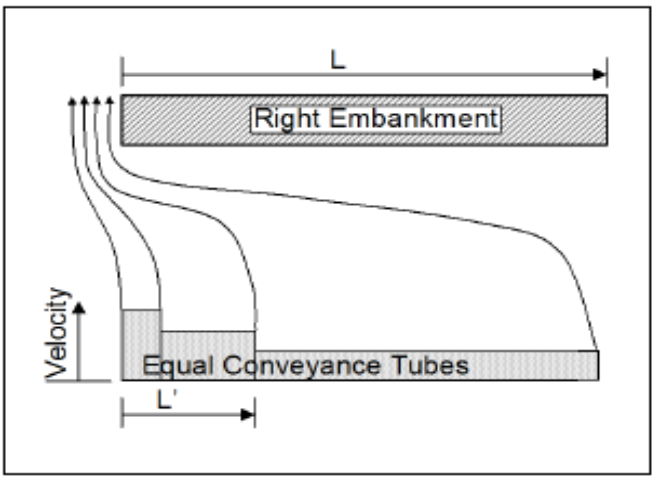

Figure 8.4. Determination of length of embankment blocking live flow for abutment scour estimation.
When examining the flow distribution table for cross section 168, there is no significant flow in the left or right overbanks to consider as active flow obstructed by embankment. As seen in the flow distribution table, there is zero flow in the embankment outside of the abutment. This judgement is made by utilizing the methods used in section 8.2.2 in the HEC-18 Manual as well as Figure 8.4 shown above. The 10 yr event has a short embankment length, therefore the L' was set equal to the embankment length projected normal to the flow (L).